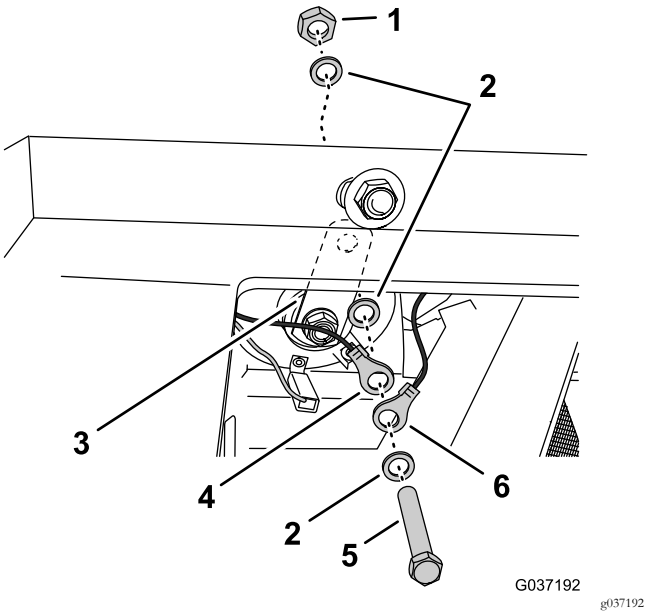

図 22
4. 車両のワイヤハーネスのリング端子とホーン用のブラケットを固定しているボルト、ワッシャ、ナットを外す図 22。